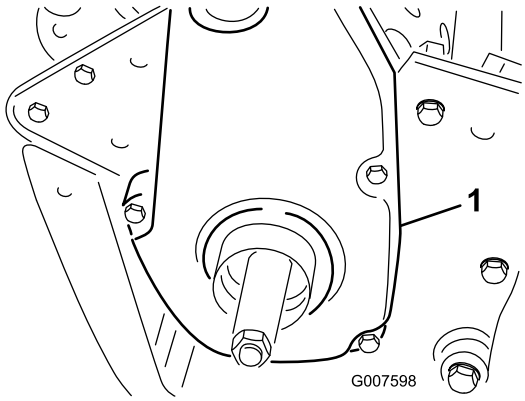

**Figur 40**
1. Fjern monteringsskruen på remdekslet og deretter remdekslet for å få tilgang til remmen (Figur 40).